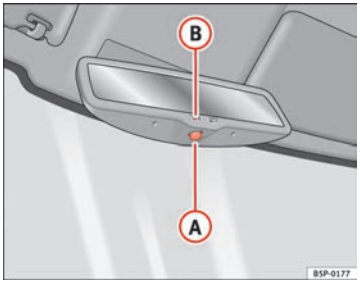

Fig. 85 Automatic anti-dazzle interior mirror.
– Press button (A) ⇒ fig. 85. Indicator lamp (B) goes off.
– Press button (A) ⇒ fig. 85. Warning lamp is lit.